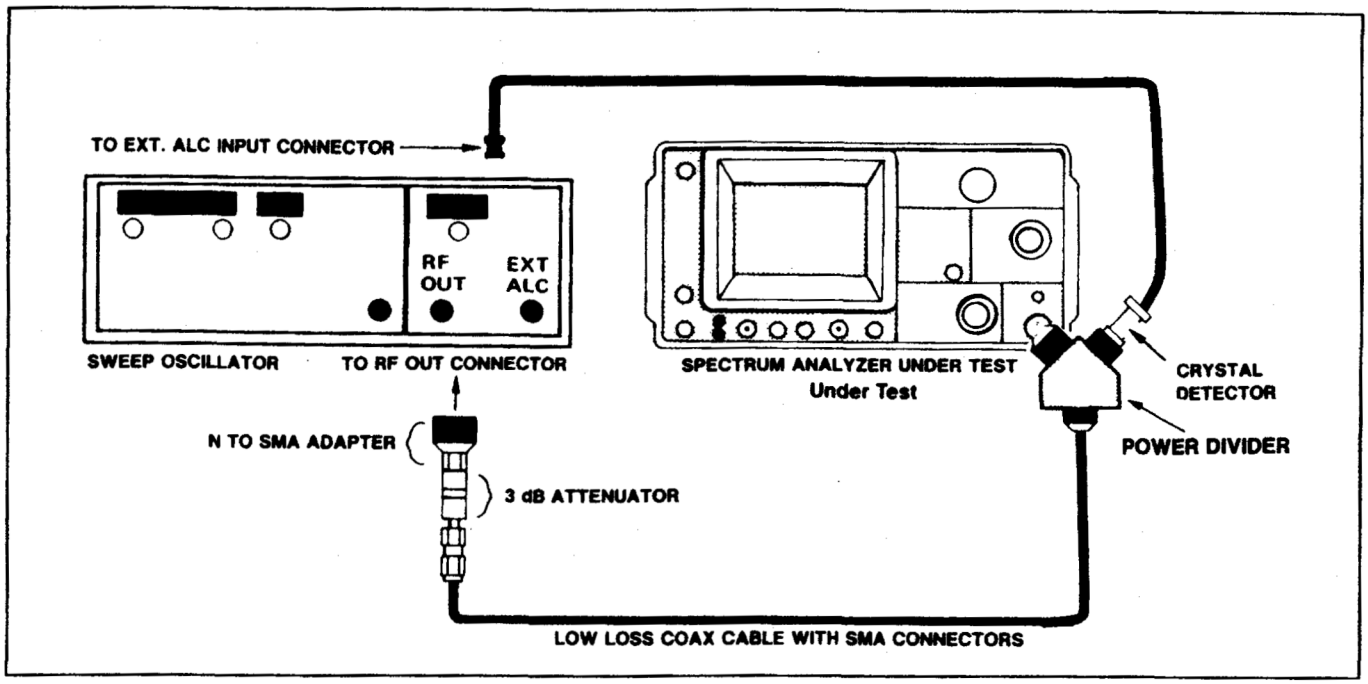

Figure 6-28. Baseline leveling test setup.
a. Connect the test equipment as shown in Figure 6-28. Set the ALC switch on the RF plug-in to the MTR position. Set the Power Level to approximately −10 dBm then set the Gain on the Sweep Oscillator for stable operation (output stops oscillating).